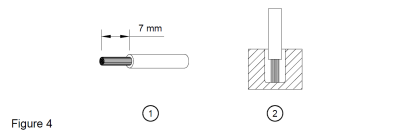

Figure 4
Um sichere und stoßfeste Anschlüsse gewährleisten zu können, sollte die Abisolierlänge 7mm betragen (siehe Abb. 4 (1)). Bitte sorgen Sie dafür, dass die Kabel vollständig in die Anschlussklemmen eingeführt werden, siehe Abb. 4 (2).